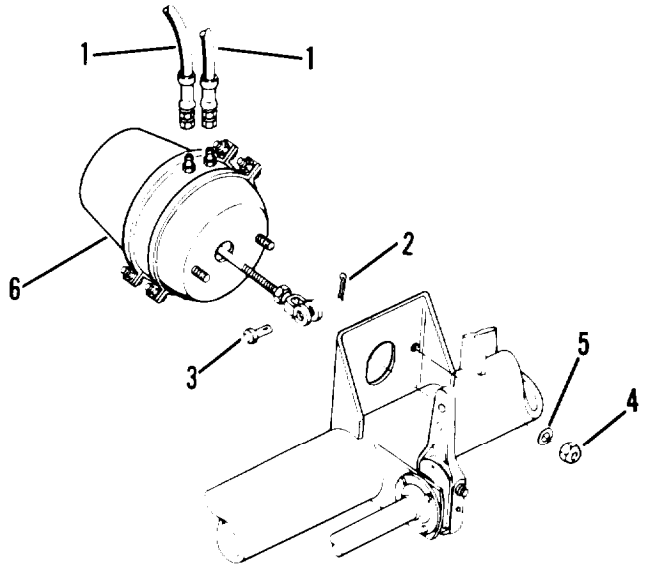

Figure 4-32. Air brake chamber
(1) Tag and disconnect two air lines (1, figure 4-32) from air chamber (6).
(2) Remove cotter pin (2) and clevis pin (3). Remove clevis from slack adjuster.
(3) Remove two nuts (4) and two washers (5).
(4) Remove air brake chamber (6).
(1) Install air brake chamber (6, figure 4-32) in position.
(2) Install two washers (5) and two nuts (4).
(3) Position clevis on slack adjuster and install clevis pin (3) and cotter pin (2). Check slack adjuster adjustment (para. 4-30).
(4) Connect air lines (1).
(5) Close drain cock on air reservoirs and pressurize air brake system.